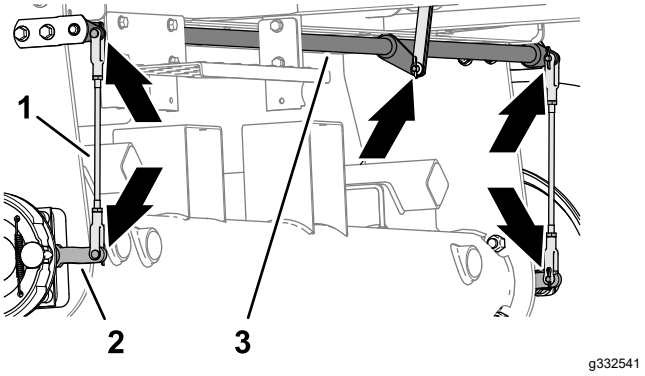

Figur 68
1. Efterse venstre og højre bremsestang (Figur 68) for skader og slitage.
2. Efterse bremsens drejeaksel (Figur 68) for skader og slitage.